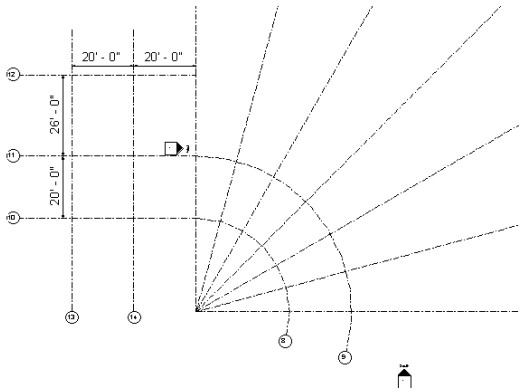

Figure 3-61 *The dimensions of the remaining grid lines*
21. To complete the grid pattern for the project, invoke the **Grid** tool and use the **Line** tool from the list box in the **Draw** panel of the **Modify |Place Grid** tab; the remaining grids are created with the specified distance, as shown in Figure 3-61.